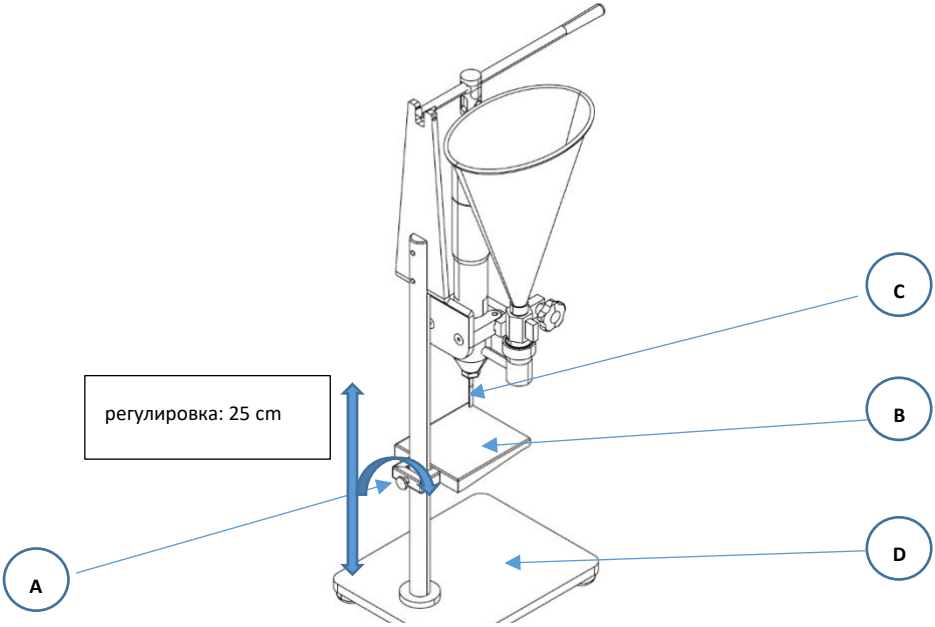

Fig. 5: Adjustment of support surface height
Между опорной поверхностью (B) и соплом (C), рис. 5, можно вставить контейнеры с максимальной высотой 25 см.